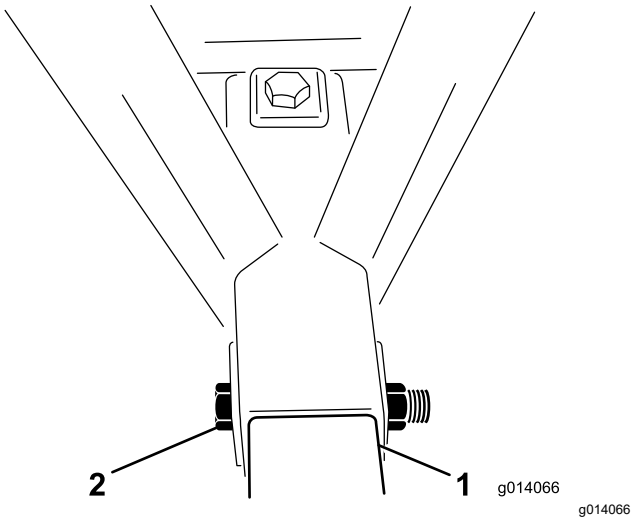

**Rysunek 4**
**Informacja:** Do zdjęcia zespołu zaczepu wymagane są dwie (2) osoby.
5. Przełóż śrubę (1 x 6½ cala) przez ramę i rurę zaczepową i zamocuj ją nakrętką zabezpieczającą (Rysunek 4). Dokręć nakrętkę zabezpieczającą momentem o wartości od 976 do 1193 N·m.
6. Przełóż śrubę (1 x 6½ cala) od góry ramy i przez rurę zaczepową, a następnie zamocuj ją nakrętką zabezpieczającą (Rysunek 4). Dokręć nakrętkę zabezpieczającą momentem o wartości od 976 do 1193 N·m.